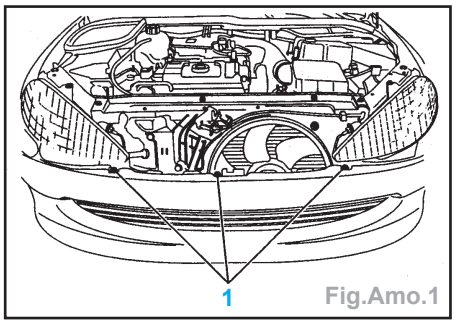

Fig.Amo.1
- Déposer les fixations (1) (Fig.Amo.1).